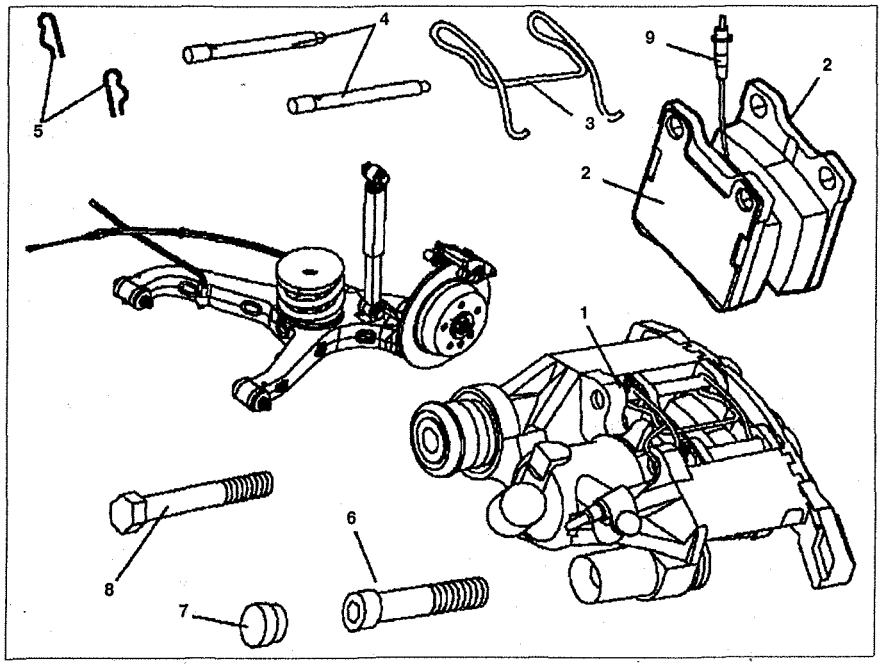

Рис. 9.9. Тормозные колодки заднего тормозного механизма:
3. Снимите шплинты **5** крепления пальцев **4** (см.рис.9.9).